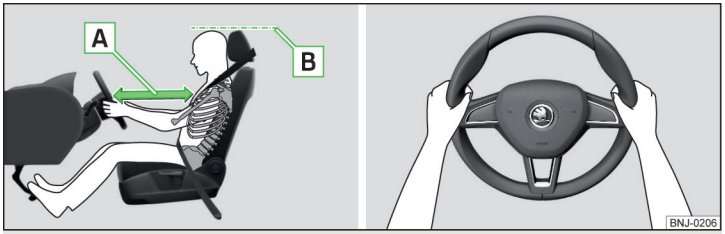

Fig. 1 **Correct seated position for the driver/correct steering wheel position**
✓ Adjust the steering wheel so that the distance A between the steering wheel and your chest is at least 25 cm » Fig. 1.
✓ Adjust the head restraint so that the top edge of the head restraint is at the same level as the upper part of your head B » Fig. 1 (not for seats with integrated head restraint).
- When driving, hold the steering wheel with both hands firmly on the outer edge in the "9 o'clock" and "3 o'clock" position » Fig. 1. Never hold the steering wheel in the "12 o'clock" position or in any other way (e.g. in the middle, inner edge of the steering wheel or similar). In such cases, you could severely injure the arms, hands and head when the driver airbag is deployed.
✓ Adjust the head restraint so that the top edge of the head restraint is at the same level as the upper part of your head B » Fig. 1 *on page 9* (not for seats with integrated head restraint).
✓ Adjust the head restraint such that the top edge of the head restraint is at the same level as the upper part of the head B » Fig. 1 *on page 9*.